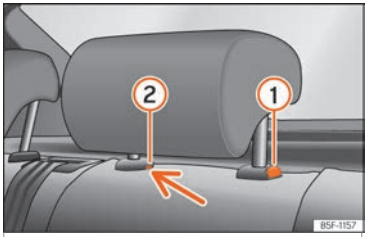

Fig. 121 Rear headrest: removal.
- Press button ››› Fig. 121 (1), while simultaneously pressing on the security hole (2) with a »